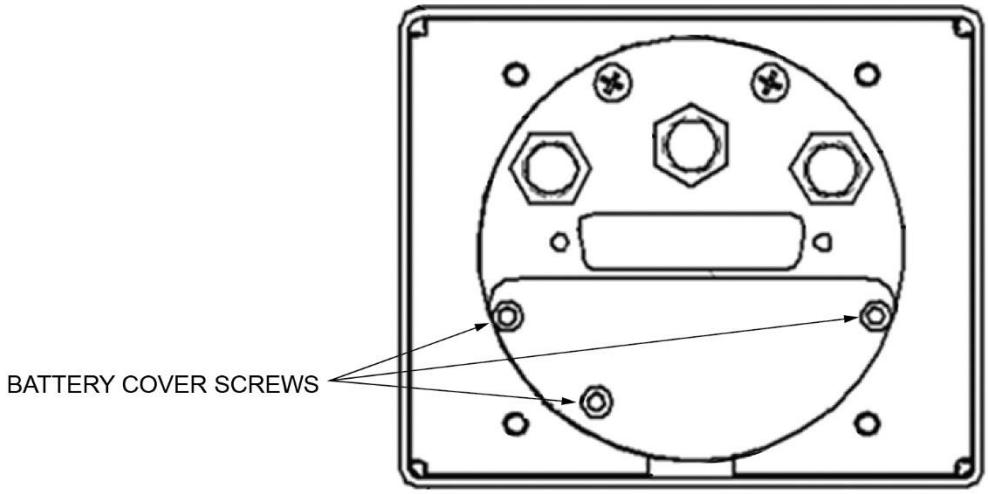

Figure 4: EFIS-D10A, Rear View
1. Open backup battery door by removing hex screws (see Figure 4). Do not remove other screws.
4. Position electrical connection so it is centered on end of backup battery. Make sure electrical connection will not interfere with bottom hex screw (see Figure 4).
6. Insert bottom hex screw (see Figure 4) and tighten. DO NOT over-tighten.
7. Insert upper hex screws (see Figure 4) and tighten while gently pressing on door. DO NOT over-tighten. The upper hex screws thread into unit casing, where it is easy to over-tighten and strip hole threads.